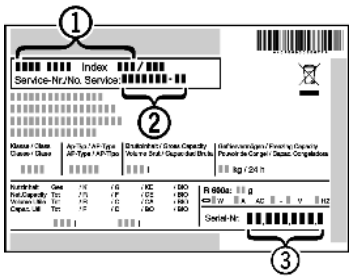

Fig. 31
▶ Read off the appliance name *Fig. 31 (1)*, service no. *Fig. 31 (2)* and serial no. *Fig. 31 (3)* from the model plate. The model plate can be found on the inside of the appliance on the left.